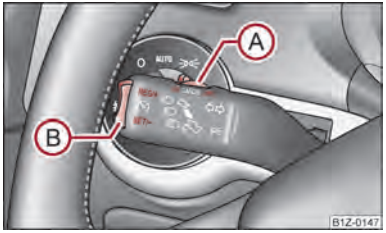

Fig. 104 Operating lever: Rocker button and switch of the cruise control system
The cruise control system is operated by means of the switch Ⓐ ⇒ fig. 104 and the rocker button Ⓑ in the left lever of the multi-functional switch.
– You can increase the stored speed without depressing the accelerator, by pressing the rocker button Ⓑ ⇒ fig. 104 in the **RES** position.
The **Resumption** of the stored speed is achieved by releasing the brake or clutch pedal, on vehicles fitted with automatic gearbox only after releasing the brake pedal and after shortly pressing the rocker button Ⓑ ⇒ fig. 104 into the position **RES**.
– Press the switch Ⓐ ⇒ fig. 104 to the right into position **OFF**.